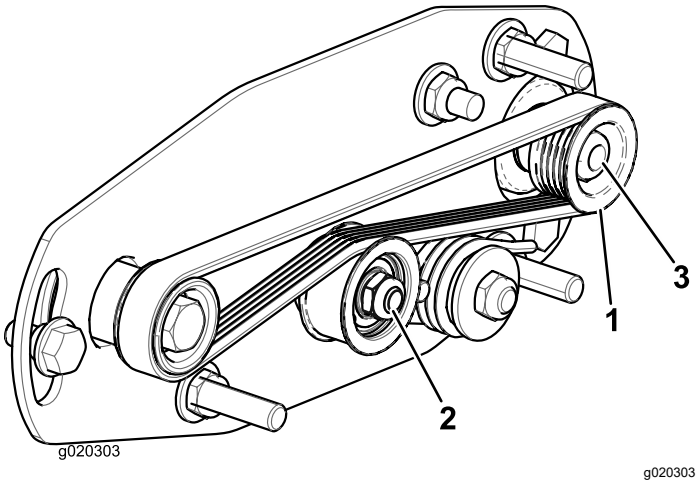
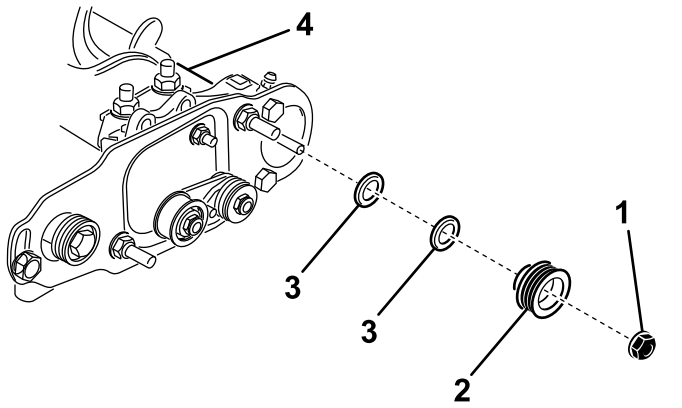

Figure 24
Figure 25
Remarque: La poulie menée (au niveau de l'arbre de la brosse) peut bouger vers l'intérieur ou l'extérieur (Figure 24).
2. Tout en tournant le cylindre, ce qui entraîne la poulie d'entraînement, déchaussez la courroie de la poulie (Figure 24)
3. Retirez le contre-écrou qui fixe la poulie menée à l'arbre de la brosse (Figure 24 ou Figure 25).
4. Déposez la poulie menée de l'arbre (Figure 25).
5. S'il est nécessaire de déplacer la poulie vers l'extérieur, ajoutez une rondelle de 0,8 mm d'épaisseur (Figure 25).